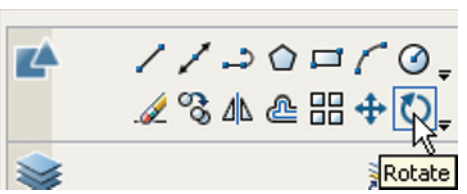

Fig. 5.26 The **Rotate** tool icon from the **2D Draw** control panel
2. Call **Rotate** – *left-click* its tool icon in the **2D Draw** control panel (Fig. 5.26), or *pick* its tool icon from the **Modify** toolbar, or *pick* **Rotate** from the **Modify** drop-down menu, or *enter* **ro** or **rotate** at the command line. The command line shows: